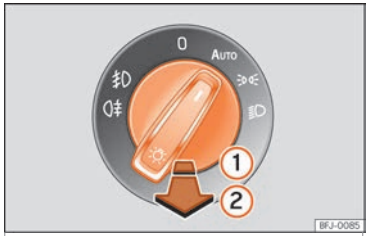

Fig. 98 Painel de instrumentos: comando das luzes.
• **Ligar os faróis de nevoeiro*** ≢D: puxe o interruptor das luzes até ao primeiro encaixe ››› Fig. 98 ①, a partir das posições ≫◐, ≣D ou AUTO »
• **Ligar a luz traseira de nevoeiro** : puxe o interruptor das luzes completamente (2) a partir da posição , ou **AUTO**. Em veículos sem faróis de nevoeiro este comando tem apenas uma posição.